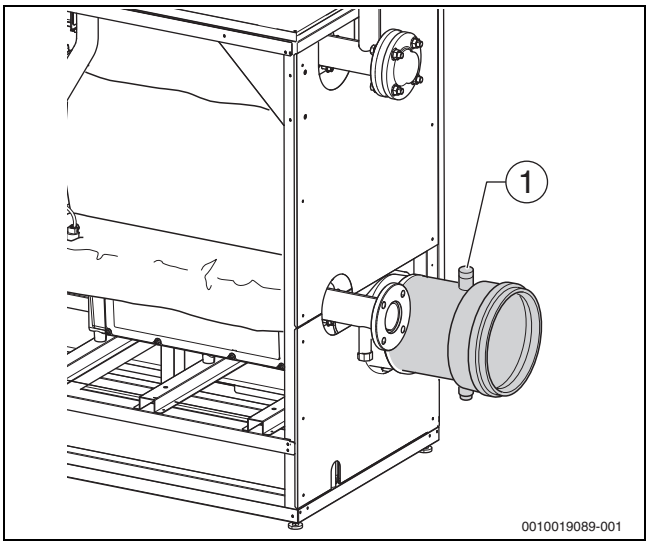

Bild 26 Messwerte aufnehmen
- ▶ Messfühler durch die Messöffnung (→ Bild 26, Seite 26) im Abgassammler in den Kernstrom halten und CO_2-Gehalt kontrollieren.
- ▶ Messfühler durch die Messöffnung (→ Bild 26, Seite 26) im Abgasrohr in den Kernstrom halten und CO_2-Gehalt kontrollieren.